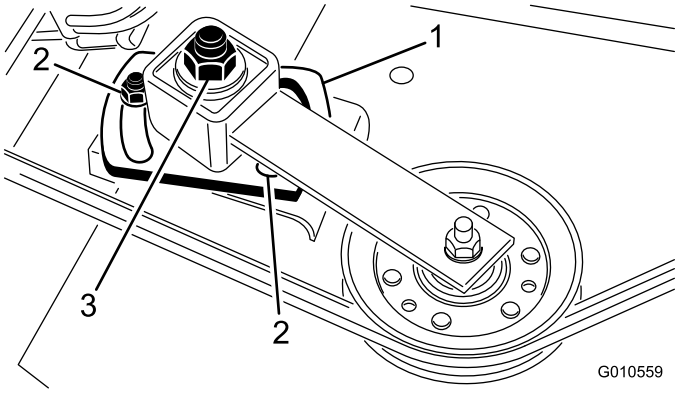

Bild 4
2. Lösen Sie die zwei Muttern, mit denen die Spannscheibenplatte befestigt ist, damit die Spannung der Spannscheibe gegen den Riemen abgelassen wird (Bild 4).
3. Nehmen Sie den Riemen von der rechten Spindelriemenscheibe (Bild 4).